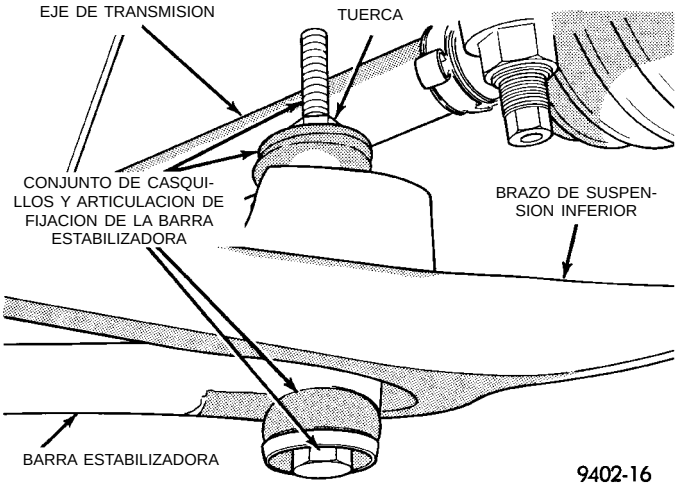

Fig. 38 Instalación de la articulación de fijación de la barra estabilizadora al brazo de suspensión inferior
(5) Gire la barra estabilizadora para colocarla en su posición, instalando los conjuntos de la articulación de la barra estabilizadora en los brazos de suspensión inferior. Después instale los casquillos y las tuercas de la articulación de la barra estabilizadora superior (Fig. 38). **NO APRIETE POR AHORA LOS CONJUNTOS DE LA ARTICULACION.**
(6) Baje el vehículo de manera que todo su peso se apoye en la suspensión.
(7) Apriete los conjuntos de la articulación de la barra estabilizadora al brazo de suspensión inferior (Fig. 38) con una torsión de 28 N·m (21 lbs. pie).
(8) Apriete los 2 tornillos de fijación de los fiadores del casquillo de la barra estabilizadora al travesaño